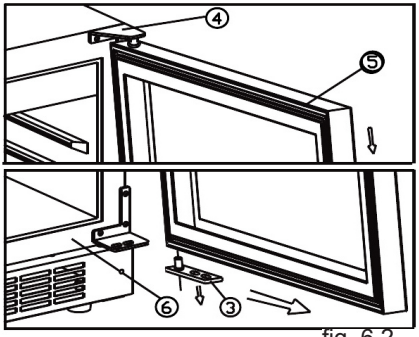

fig. 6.2
- Démontez la porte en tirant vers l'avant à l'opposé de la charnière supérieure. Voir fig. 6.2.